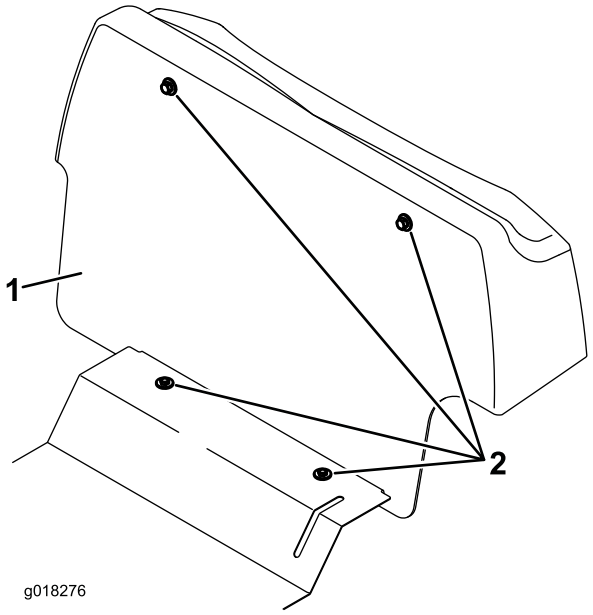

Figur 1
3. Fjern kantpladen ved at fjerne de 4 bolte (Figur 1). Dette gøres for at få adgang til hovedledningsnettet.